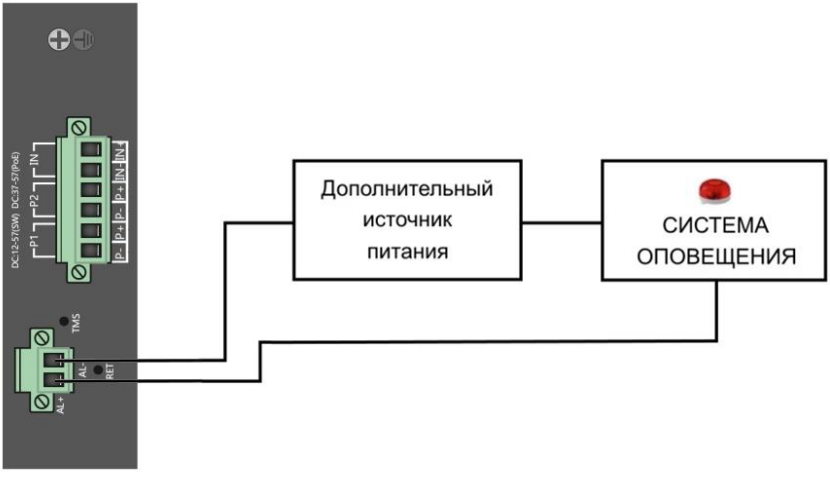

Рис.9 Схема подключения системы оповещения к коммутаторам SW-80402/ILS(port 90W,180W) и SW-80802/ILS(port 90W,300W)
Коммутаторы SW-80402/ILS(port 90W,180W) и SW-80802/ILS(port 90W,300W) имеют релейный выход типа сухой контакт (NO) для включения системы тревожного оповещения. Релейный выход поддерживает управление исполнительными устройствами (сирена, светодиодное табло и т.д.) мощностью не более 24 Вт. Напряжение источника питания, подключенного к релейному выходу, не должно превышать 24 В постоянного тока. Ток, проходящий через реле, не должно превышать 1 А (Рис.9).